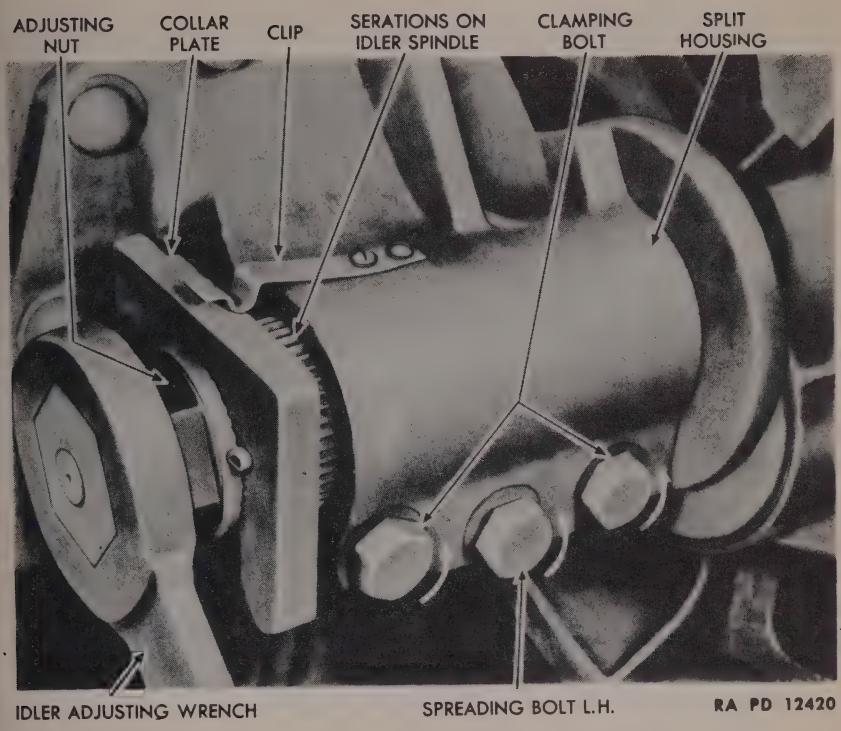

Figure 101—Adjusting Track with Idler Adjustment
(1) Using a 1½-in. socket wrench, loosen the two outside clamping bolts which clamp the split housing to the idler spindle (fig. 101).
(2) With the same wrench, turn down the spreader bolt to open up the housing. NOTE: Because this bolt has a *left-hand* thread, it is turned counterclockwise to turn it down.
(3) Raise the clip at the end of the housing, and, using a hammer, tap the collar plate off the serrations on the spindle to the position shown in figure 101.
(4) Tighten the track by using the idler adjusting wrench on the hex at the end of the spindle. Raise the handle of the wrench until the track shows a sag of ¾ to 1 inch measured between the two front support rollers. NOTE: Lay a straightedge along the track connecting the two front support rollers. Measure the sag from the straightedge to a point midway between the rollers. NOTE: To *loosen* track, lower the handle of the wrench.
(5) Drive the collar plate back on the serrations and under the clip.
(6) Loosen the center spreader bolt by turning it out clockwise.
(7) Pull both outside clamping bolts up tight and tighten down spreader bolt sufficiently to hold it from jarring loose.